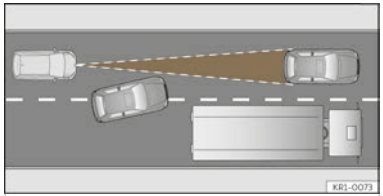

Fig. 138 Vehicle changing lanes.
- Vehicles that move into your lane, a short distance from your vehicle ››› **Fig. 138**.